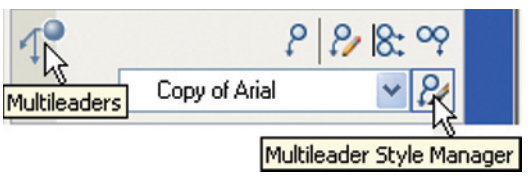
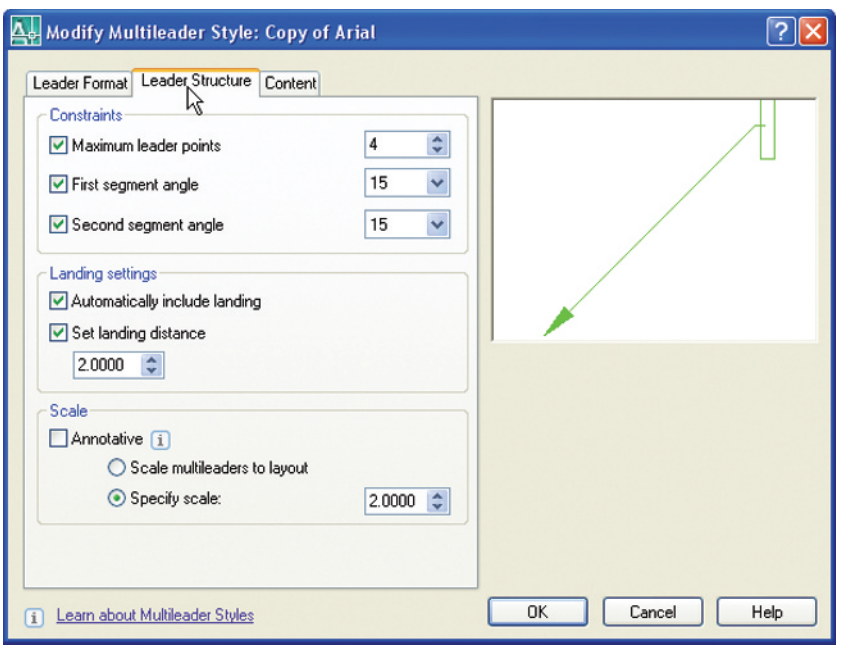

Fig. 21.5 Second example – **Multileaders**. The **Multileader Style Manager** icon in the **Multileaders** control panel
Fig. 21.6 Second example – **Multileaders**. Settings in the **Leader Structure** part of the dialog
1. In the **Multileaders** control panel *click* the **Multileader Style Manager** icon (Fig. 21.5). The dialog appears (Fig. 21.6).
2. In the dialog make entries as shown in Figs 21.6, 21.7 and 21.8.